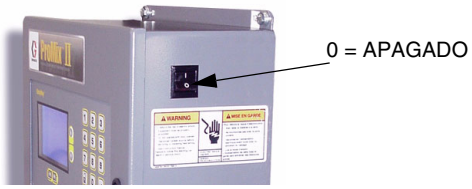

FIG. 5
3. Apague el ProMix™ II (posición 0). FIG. 5.